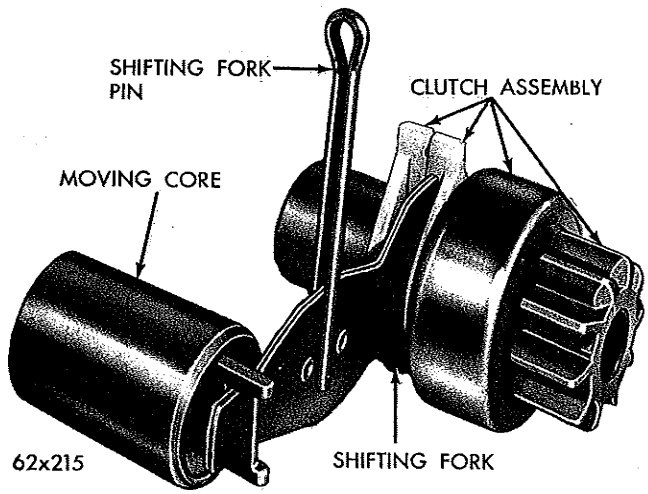

***Fig. 19—Shifter Fork and Clutch Arrangement***
(5) Complete installation of pinion shaft engaging shifting fork with clutch actuators. Figure 19 shows the correct relation of the parts at assembly. **The friction washer must be positioned on the shoulder of splines of the pinion shaft before driven gear is positioned.**